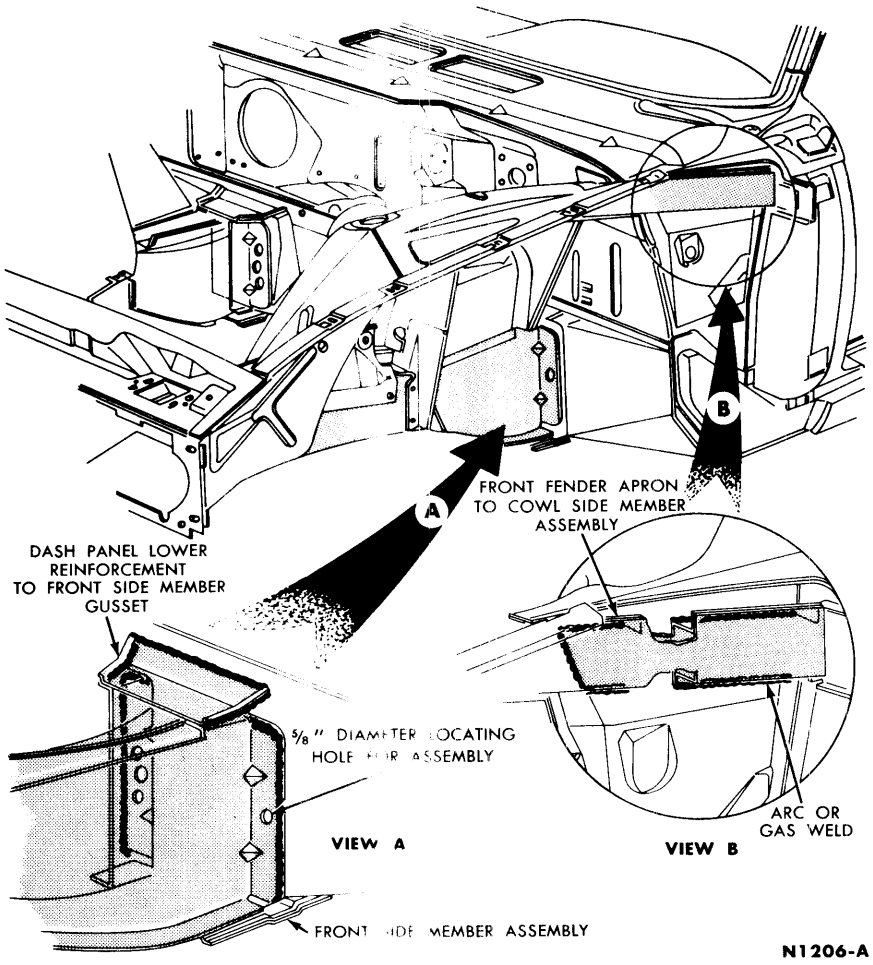

FIG. 66—Welded Front End Structure
1. Position the front side member assembly against the torque box in lower dash panel area (Fig. 66). Locate the front side member assembly by inserting a 5/8 inch pin through the 5/8 inch locating holes in the front side member assembly and dash panel (Fig. 66).
2. Apply arc or gas weld along both sides of the front side member as shown in Fig. 66.
3. Position the dash panel lower reinforcement to the front side member gusset over the front side lower member to obtain flush contact with the dash panel and the lower member (Fig. 66).
4. Clamp the gusset to the lower member and tack weld the gusset in place. Remove the clamp and weld the gusset as shown in Fig. 66.
3. Tack weld the member assembly in place, remove the clamp and complete the weld pattern as shown in Fig. 66—View "B".